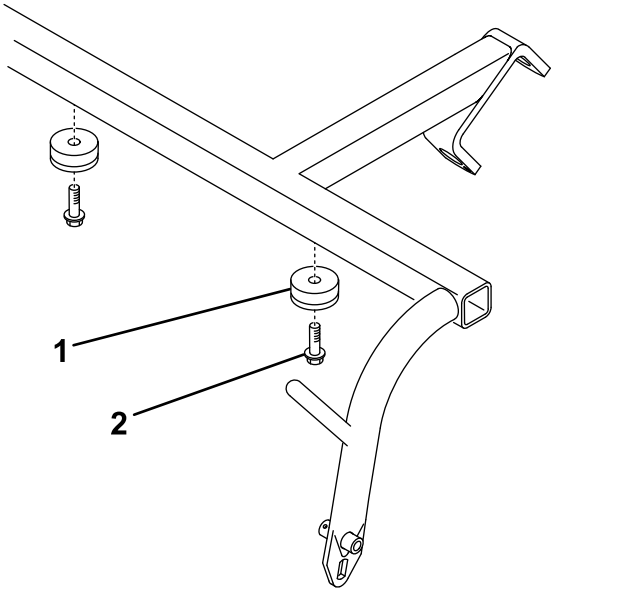

Figura 3
5. Prenda dois amortecedores à parte inferior da estrutura de tração utilizando dois parafusos autorroscantes (Figura 3).